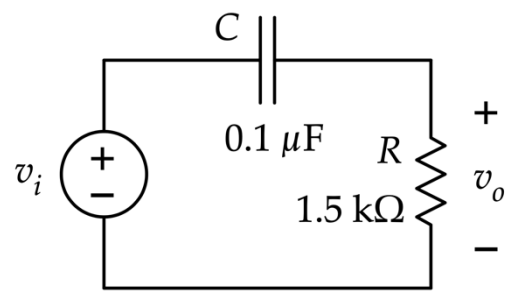

Figure 2
1. Compute the transfer function $H(s) = \frac{v_o}{v_i}$ and calculate the cutoff frequency of the circuit in Figure 2.